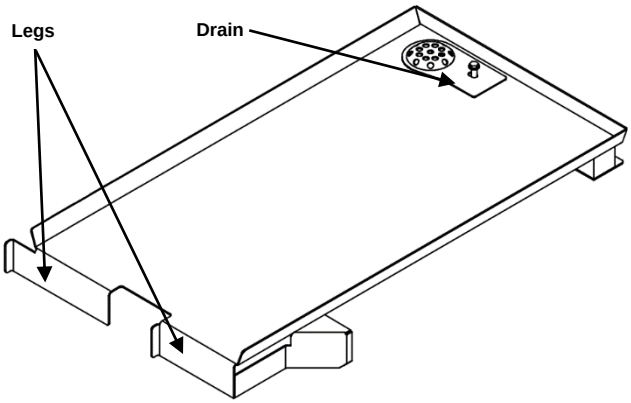

Figure 3-4 KleanShield™
e) KleanShield™ legs must be flush against the bottom of the steamer. See Figure 3-4.